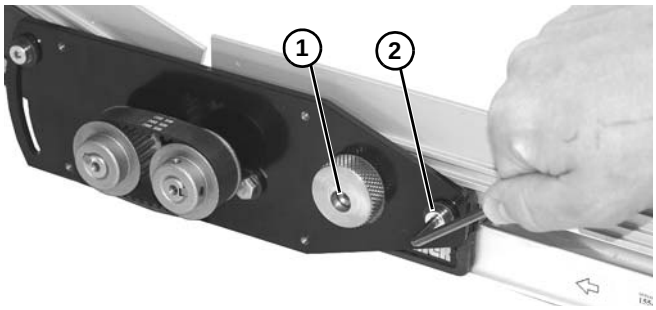

Figure 82
9. Serrer la vis à tête mince **(Figure 82, élément 1)** dans la came pour verrouiller le dispositif de tension de la bande.
10. Serrer la vis **(Figure 82, élément 2)** au couple de 7 N.m pour sécuriser sa position.